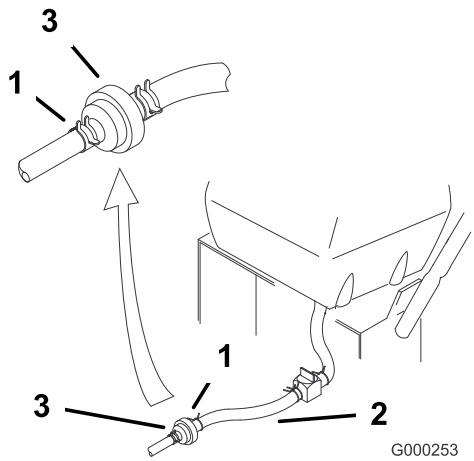

Figura 37
4. Apriete los extremos de las abrazaderas y deslícelas por el tubo alejándolas del filtro (Figura 37).